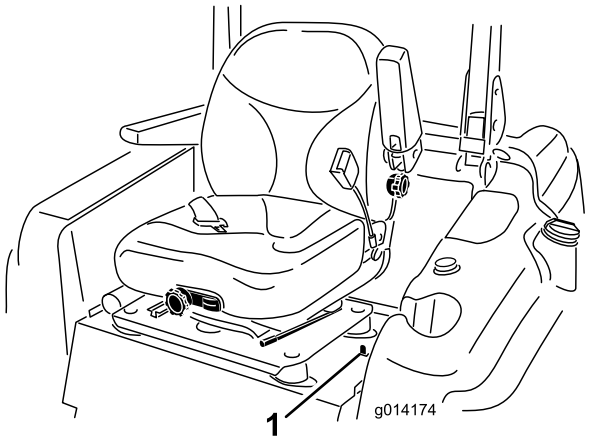

Figura 1
4. Mueva el enganche del asiento, situado en el lado izquierdo del asiento, hacia atrás para desenganchar el asiento, y tire hacia adelante de la parte superior del asiento hasta que el cierre del asiento se enganche en la chapa de apoyo del asiento (Figura 1).